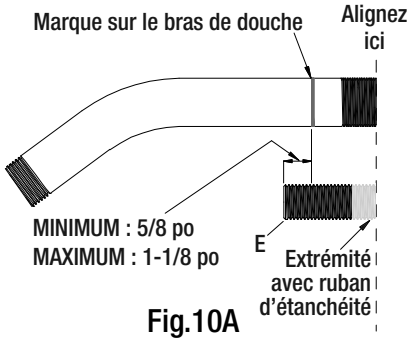
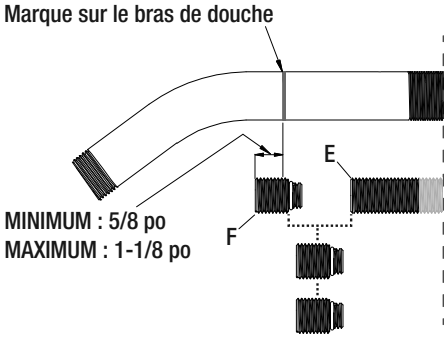

Fig.10A
Fig.10B
- Alignez l'extrémité filetée du long connecteur en laiton (E) et l'extrémité filetée de l'ancien bras de douche que vous venez de retirer. L'extrémité ouverte du long connecteur en laiton doit dépasser de 5/8 po à 1-1/8 po (de 16 à 29 mm) la marque dessinée sur le bras de douche, comme le montre la figure 10A. Si ce n'est pas le cas, rallongez le connecteur à l'aide de raccords en laiton courts (F) jusqu'à ce qu'il soit de la longueur illustrée à la figure 10B.